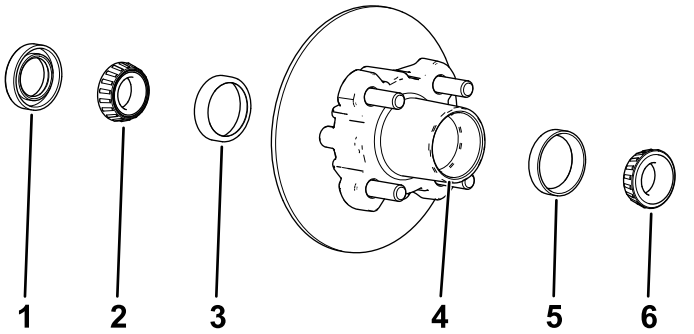

Figur 34
1. Avlägsna det yttre lagret och lagerbanan från navet (Figur 34)
2. Ta bort tätningen och det inre lagret från navet (Figur 34)
5. Avlägsna allt fett, smuts och skräp från håligheten i navet (Figur 34).
7. Fyll navets hålighet till 50–80 % med angivet fett (Figur 34).
8. Montera det inre lagret på banan på navets insida, och montera tätningen (Figur 34).